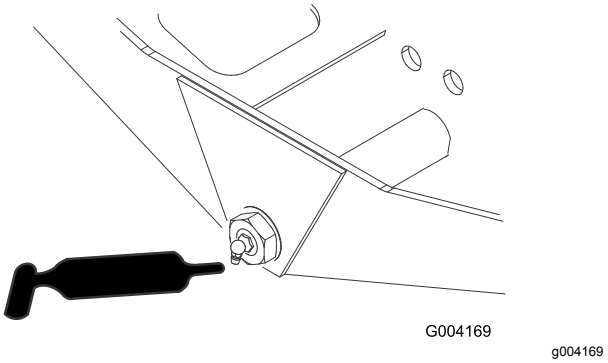

**Figur 69**
- Axelns styrtapp (1) (Figur 69)